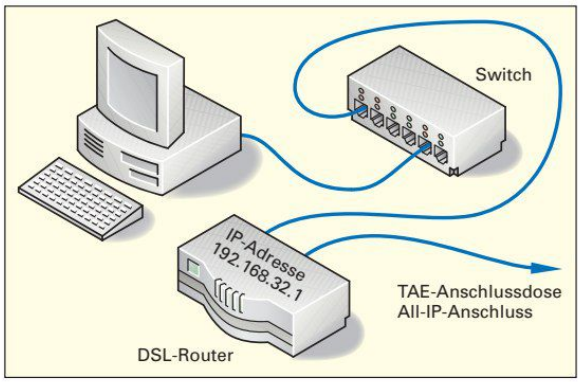
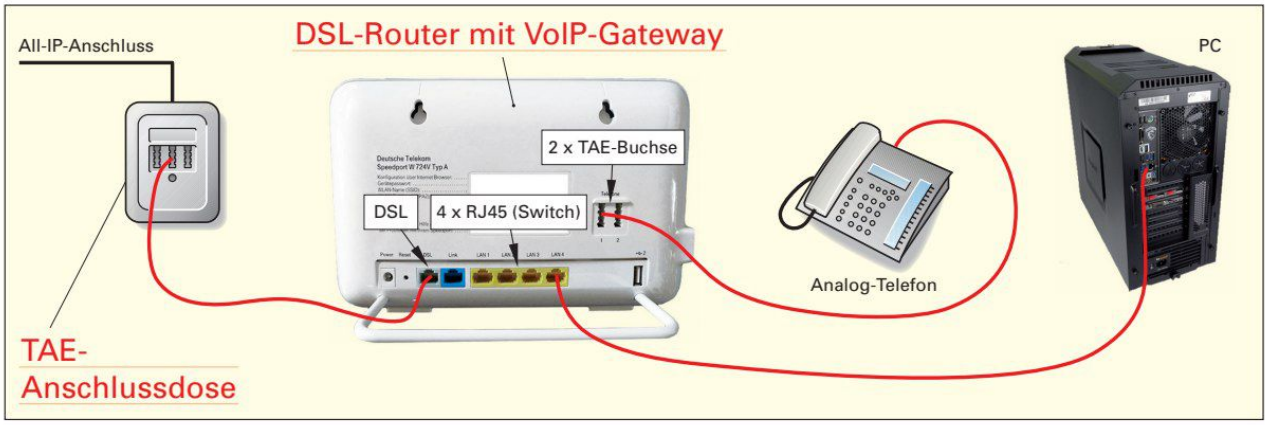
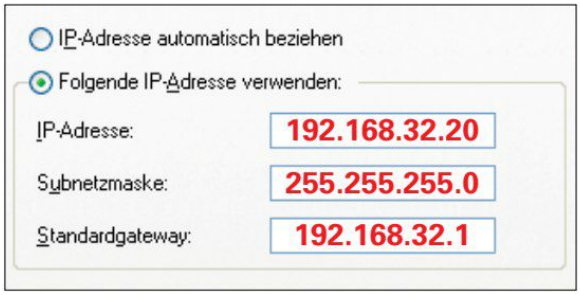

Bild 1: Internetrouter im lokalen Netzwerk (LAN)
Bild 2: Internetzugang über All-IP-Anschluss
Bild 3: IP-Einstellungen für Betrieb mit DSL-Router
1. Es soll für ein lokales Netzwerk **(Bild 1)** ein Internetzugang über einen DSL All-IP-Anschluss hergestellt werden. Ergänzen Sie die folgende Darstellung **(Bild 2)** mit den benötigten Leitungen. Beschriften Sie die Komponenten und zeichnen Sie die notwendigen Verbindungen ein.
2. Wenn der PC mit der IP-Adresse 192.168.32.20 bei einer Internetverbindung den Weg über den Router finden soll, muss eine zusätzliche Eingabe bei den TCP/IP-Einstellungen durchgeführt werden. Damit der Rechner weiß, an wen er ein Paket senden muss, wenn sich die Gegenstelle nicht im eigenen LAN befindet, gibt es die Einstellmöglichkeit „Gateway". Alle Zieladressen, die nicht im eigenen LAN liegen, werden an den Gateway gegeben. Der Gateway wird im Beispiel **(Bild 1)** durch den DSL-Router verwirklicht. Ergänzen Sie die fehlenden Einträge in der Bildschirmmaske **(Bild 3)** um den Zugang über den Router zu erlangen.